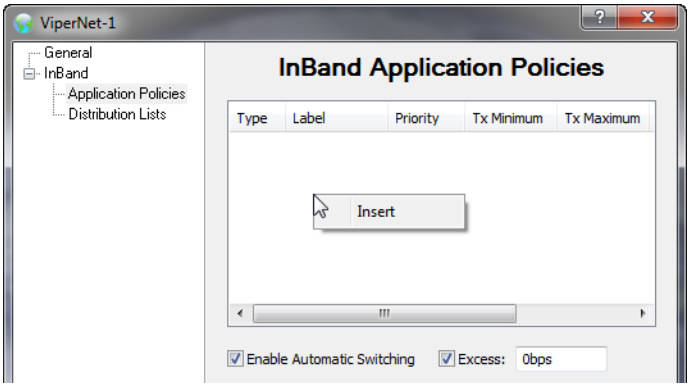

Figure 3-84 InBand Application Policies dialog, Network
1. Open the Network Properties and select the **InBand Application Policies** dialog, as shown in figure 3-84.